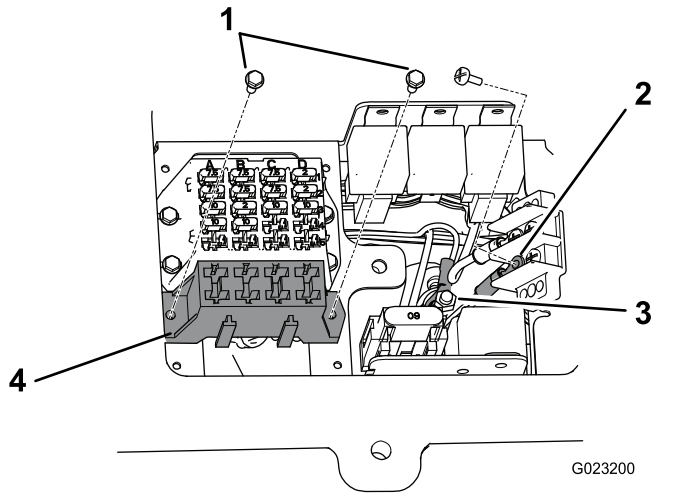

Figur 25
3. Monter ledningsnettets sikringsblok ved siden af den eksisterende sikringsblok med to selvskærende skruer (#8 x 1/2 tomme), der leveres med ledningsnettet (Figur 25).
4. Tilslut den lille ringterminal fra ledningsnettet til en af skruerne på jordblokterminalen (Figur 25).
5. Tilslut den store ringterminal fra ledningsnettet til tappen på forgreningsblokken (Figur 25).